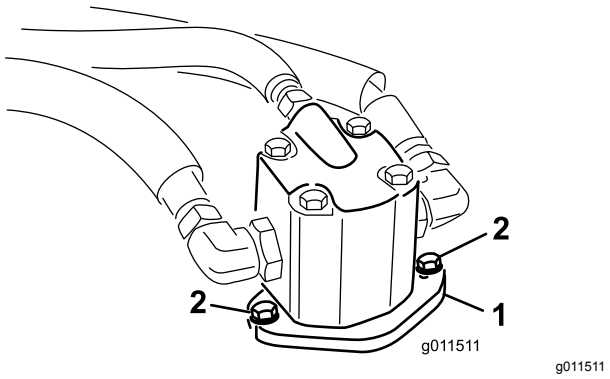

Figuur 100
4. Verwijder de bouten waarmee de hydraulische motor aan het maaidek is bevestigd (Figuur 100).